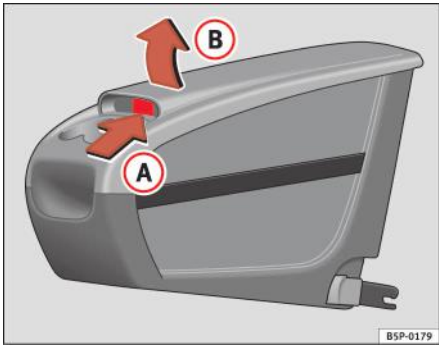

Fig. 112 Deschiderea compartimentului de depozitare mobil
– Ridicați capacul (B) din zona (A) ⇒ fig. 112.